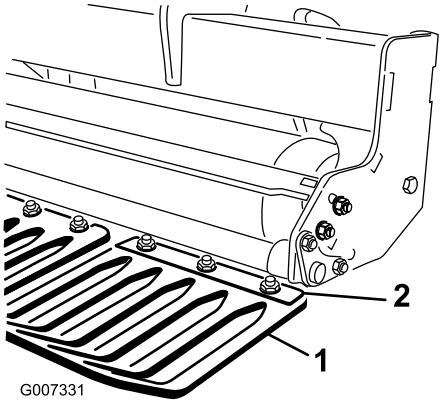

Figur 14
1. Lossa på muttrarna som fäster gräsmatteskyddets klämmor på verktygsstödsfästet (Figur 14).